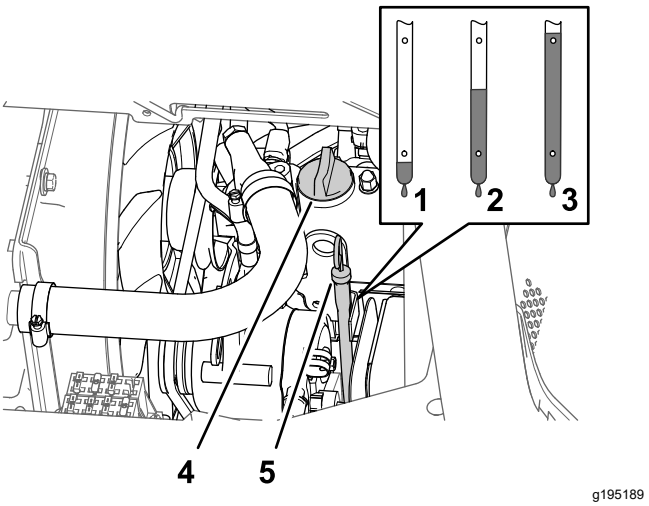

Bild 75
5. Nehmen Sie den Ölfülldeckel vom Füllstutzen an der Ventilabdeckung des Motors (Bild 75) ab und gießen Sie ungefähr 80% der angegebenen Ölmenge langsam in den Füllstutzen.
6. Nehmen Sie den Peilstab heraus und lesen den Ölstand im Motor ab (Bild 75).
7. Gießen Sie langsam weiteres Öl der angegebenen Sorte ein, um den Ölstand bis zur Voll-Markierung am Peilstab anzuheben (Bild 75).
8. Bringen Sie den Ölfülldeckel in den Füllstutzen und den Peilstab in das Peilstabrohr (Bild 75).